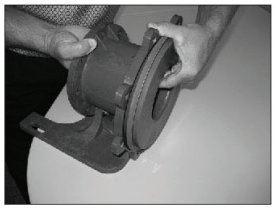

Figure 18
7. Remove the barrier (item 7) from the motor adapter (item 8). Make sure the spindle has been removed. Pry the barrier out with your hand. Inspect the inside and outside of the barrier for signs of rubbing. See figure 18.